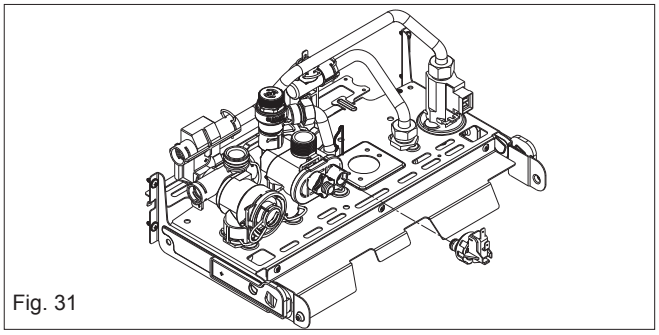

Fig. 31
6.8 WATER PRESSURE SWITCH (fig. 31)